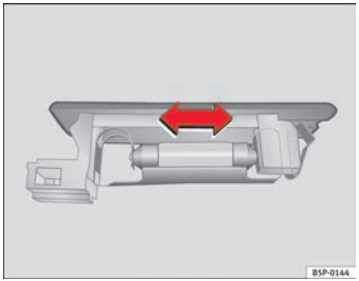

Fig. 198 Luggage compartment light
– Press the bulb sideways and remove it from its housing ⇒ page 279, fig. 198. ■